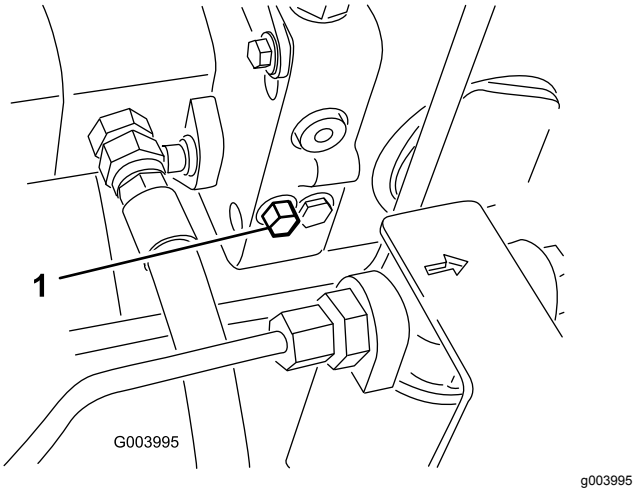

**Figur 68**
1. Drej omløbsventilens bolt 1½ omgang for at åbne den og lade olien løbe om internt (Figur 68).